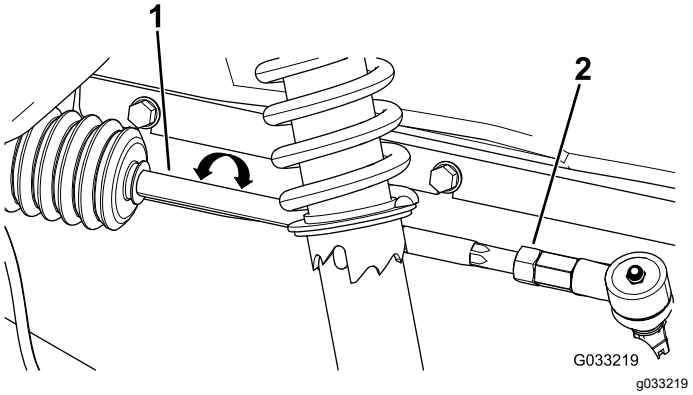

Figura 51
2. Si la distancia no es de 0 mm – 6 mm (0 – ¼"), afloje las contratuercas en el extremo exterior de las bielas (Figura 51).